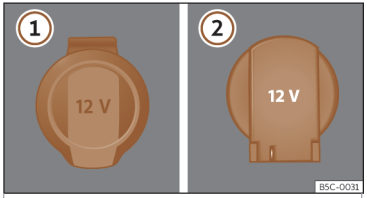

Fig. 141 Presa di corrente da 12 Volt: (1) nel bracciolo anteriore, (2) nel bagagliaio.
- Alzare la copertura della presa di corrente ››› **fig. 141** ①.
- Alzare la copertura della presa di corrente ››› **fig. 141** ②.